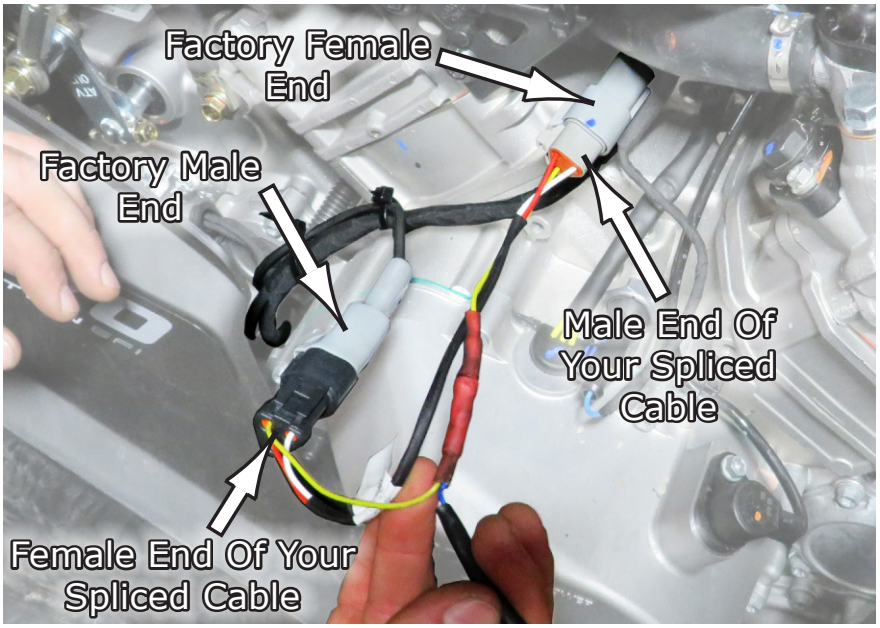

**Fig.18**
**18**. Now unplug the connector and find the cable you spliced in the beginning of these instructions, and plug the Male end into the Female end of the factory connector, and the Female end of your spliced cable onto the Male end of the factory connector as shown in **Fig.18**.